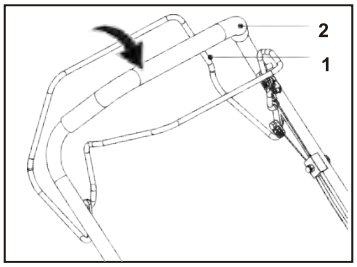

Fig. 13
1. Push the "Some models are equipped with a self-propelled function (1) forward and hold it against the upper handle bar (2) to engage the rear wheels (Fig. 13).
2. Release the "Some models are equipped with a self-propelled function (1) to disengage the rear wheels.